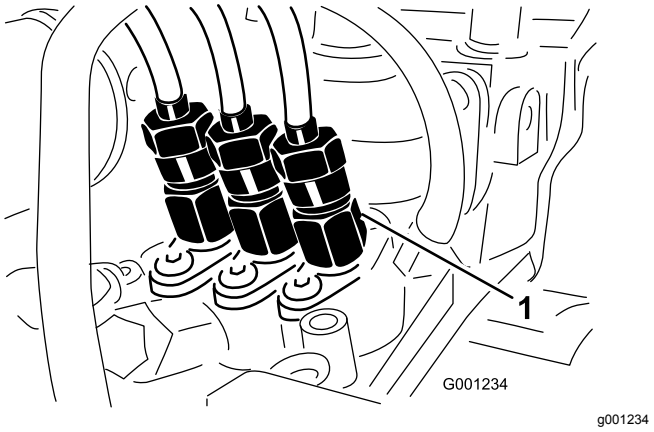

Figur 52
1. Løsne rørmutteren til injektormunnstykke nummer 1 og holderen ved innsprøytingspumpen (Figur 52).